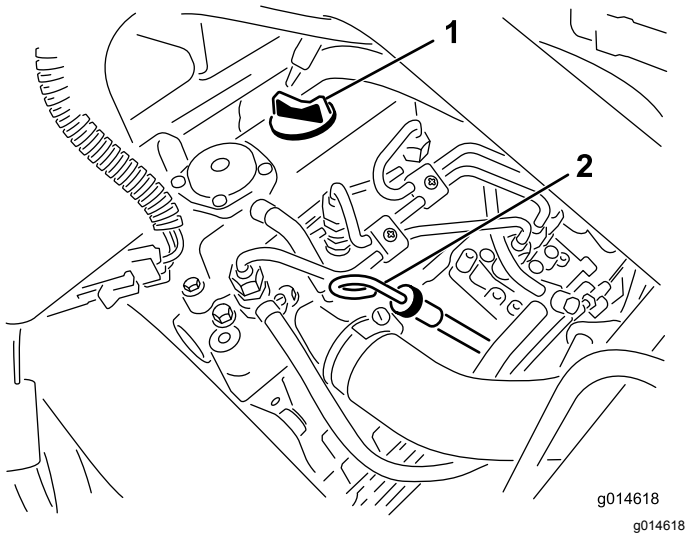

Figuur 23
2. Verwijder de peilstok en veeg deze af met een schone doek (Figuur 23).